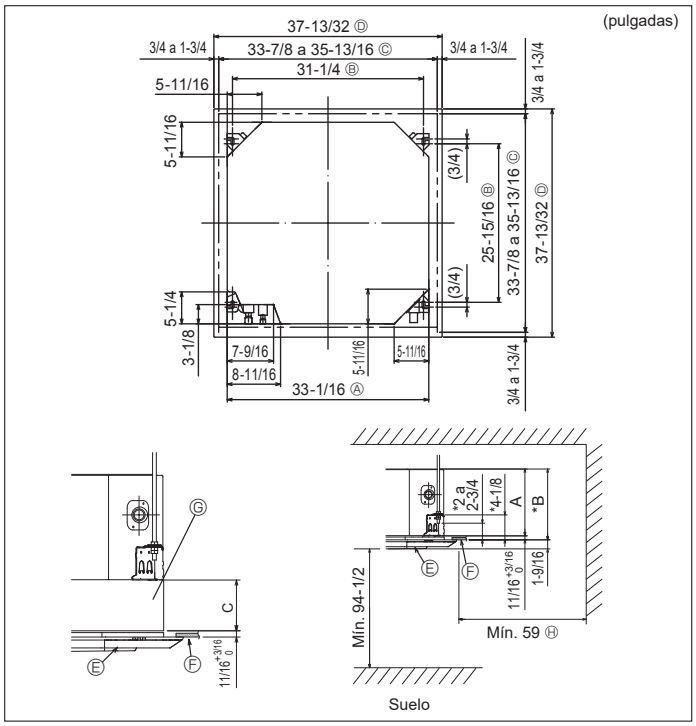

Fig. 3-2
3.2. Apertura del techo y ubicación de los tornillos de suspensión (Fig. 3-2)
- * Las dimensiones de la apertura del techo pueden ajustarse dentro de los valores indicados en la Fig. 3-2; centre la unidad principal en la apertura asegurándose de que los lados opuestos respectivos alrededor de la apertura sean idénticos.